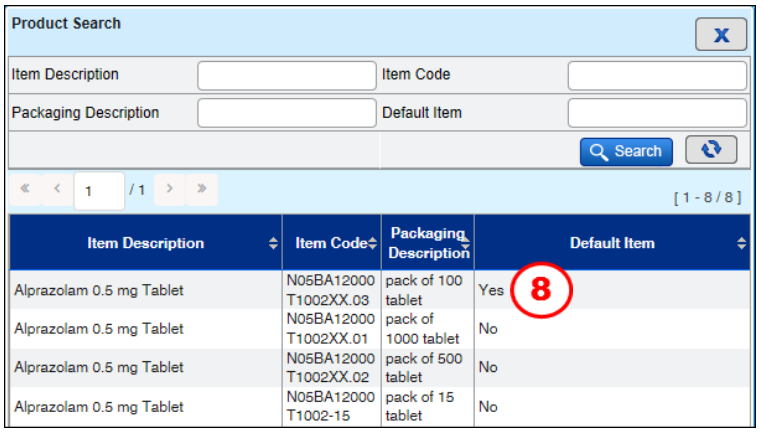

Figure 3.2-7 Preferred Item
*List of **Preferred Item** will be displayed as shown in Figure 3.2-7.*